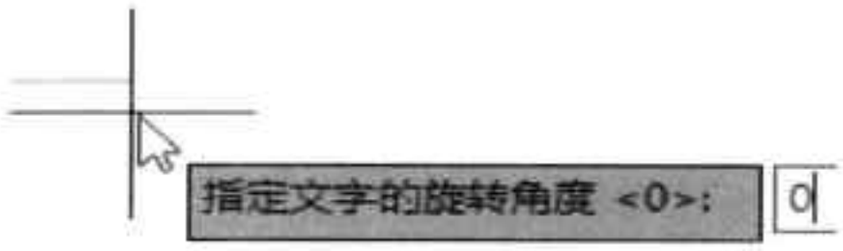

图8-13 输入旋转角度值
Step 03 同样根据提示输入文字的旋转角度，这里输入 0，如图 8-13 所示。